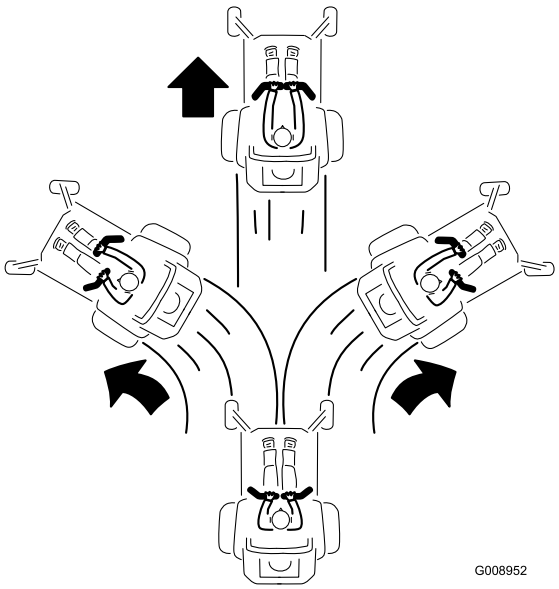

Figur 25
2. Kør fremad ved langsomt at skubbe bevægelseshåndtagene fremad (Figur 25).